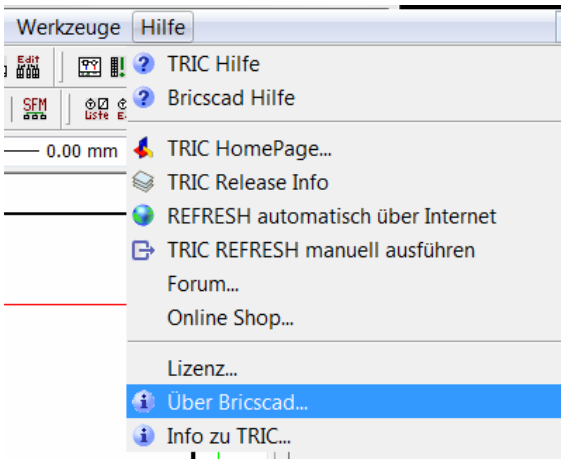

Bild 1.3 – Menü *Hilfe* > *Über Bricscad*
- Im Menü auf *Hilfe* klicken, dann *Über Bricscad…* wählen (Abb. 1.3).